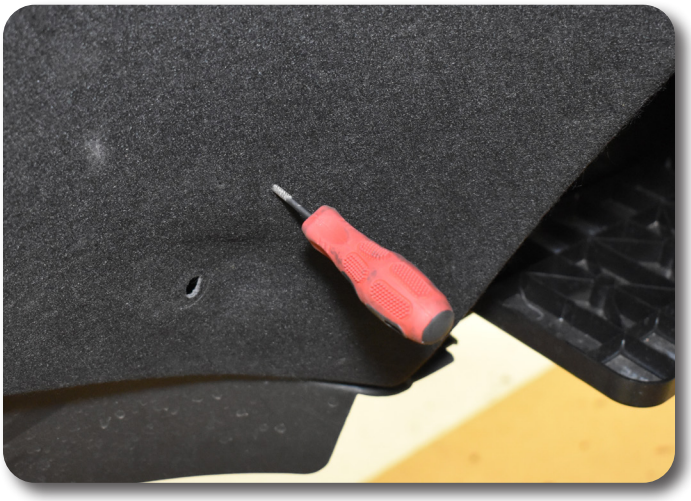

Figure 23A
6. Using a straight pick, make a hole through the fender liner to align with the new bracket fastener clip. Figure 23A, 23B